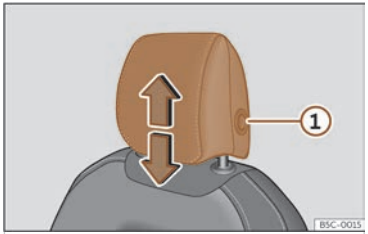
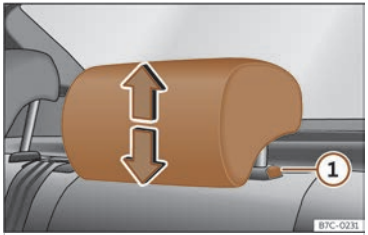

Fig. 99 Siège avant : réglage de l'appuie-tête.
Fig. 100 Appuie-tête arrière : réglage de l'appuie-tête.
- Saisissez l'appuie-tête des deux côtés avec les mains puis poussez-le vers le haut jusqu'à ce qu'il s'enclenche dans la position désirée. Pour le rabaisser, faites de même en appuyant sur le bouton latéral ① ››› **fig. 99** , ››› **fig. 100**.